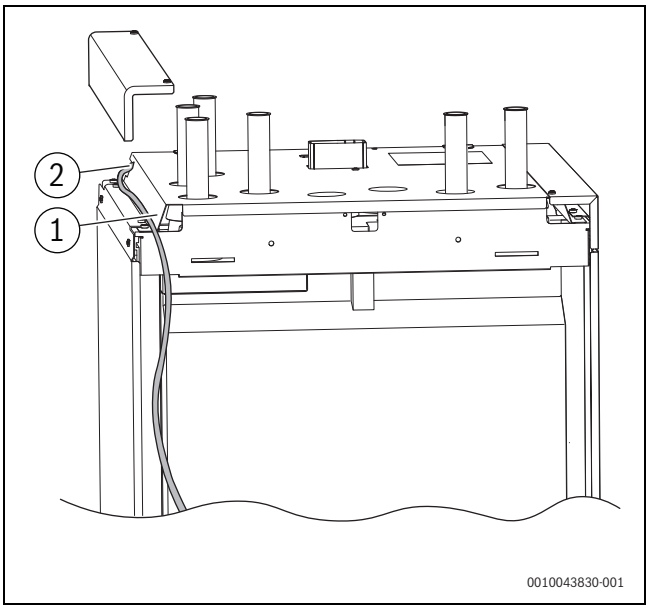

Fig. 27 Passacavo nell'apparecchio
- Fissare i cavi nei ferma cavi (→ Fig. 27, Pos. [1]) sul retro della scatola elettronica e condurli ai passacavi.